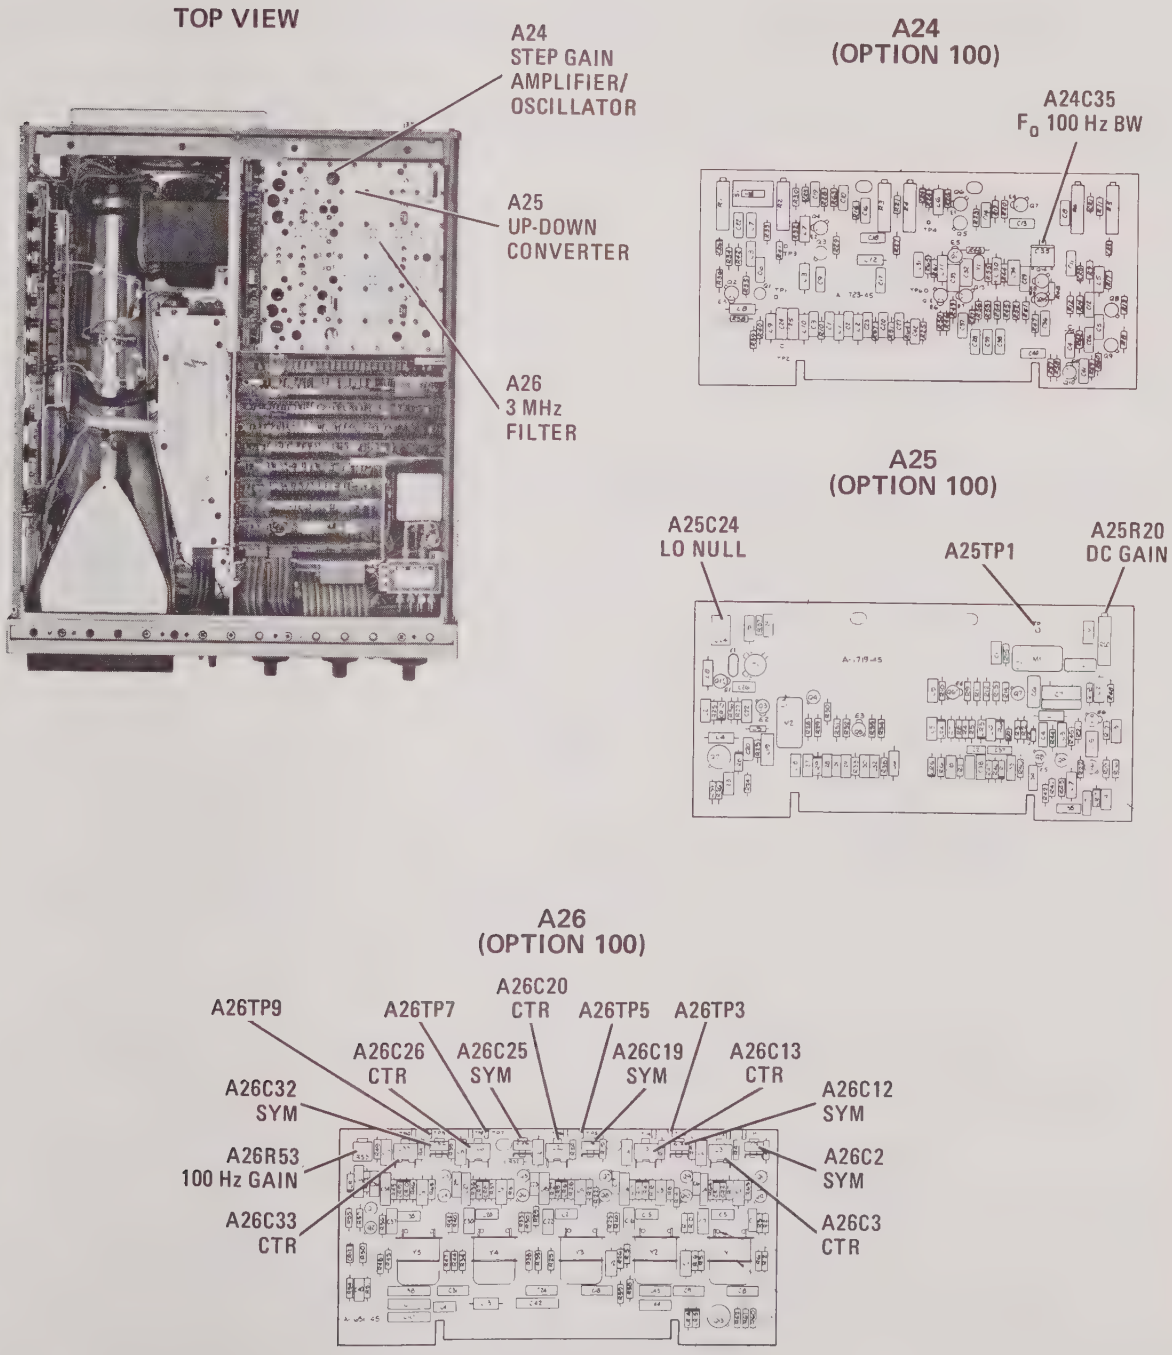

Figure 5-63. Option 100 Bandwidth Filter Adjustment Locations
e. Connect oscilloscope probe to A26TP3 (Figure 5-63) and set RESOLUTION BW switch to 1 kHz.